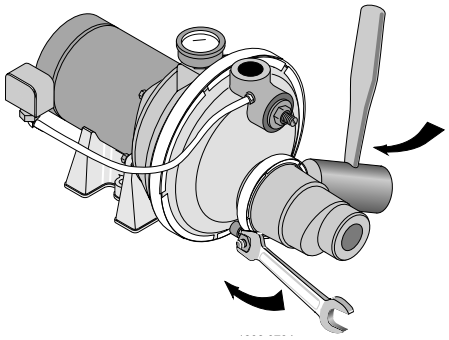

Figura 4: Monte el Eyector - Pozo Poco Profundo
3. Instalar el kit del eyector FP4875 o 29650 (los kits se venden por separado). Siga las instrucciones que vienen incluidas en el kit. Asegúrese de alinear el venturi con el orificio superior en la parte frontal de la bomba (vea la Figura 4).
2. Instalar el kit del eyector FP4875 o 29650 (los kits se venden por separado). Siga las instrucciones que vienen incluidas en el kit. Asegúrese de alinear el venturi con el orificio superior en la parte frontal de la bomba (Vea la Figura 4).